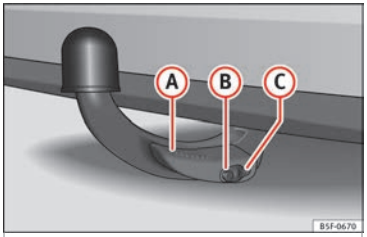

Rys. 229 Złącze kulowe prawidłowo zamontowane.
• Dźwignia (A) ››› **rys. 229** jest podniesiona do końca.
• Bolec zwalniający (B) ››› **rys. 229** jest całkowicie wysunięty (widoczna jest część czerwona i zielona).
• Osłona (C) ››› **rys. 229** jest założona na zamek.